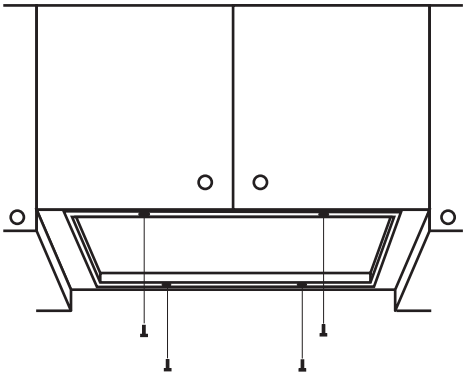

Рис. 12
3. Для монтажа вытяжки в подвесной шкафчик необходимо вставить ее в отверстие шкафчика. После чего через отверстия, предусмотренные на корпусе вытяжки, прикрепить ее к подвесному шкафчику с помощью четырех шурупов (см. Рис. 12).